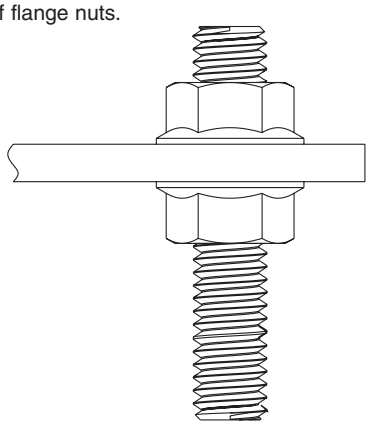

Figure 5-4
5.4.1 Install a nut on each end of the four threaded rods and position nuts approximately 2" from each rod end. Refer to Figure 5-4 for correct installation of flange nuts.